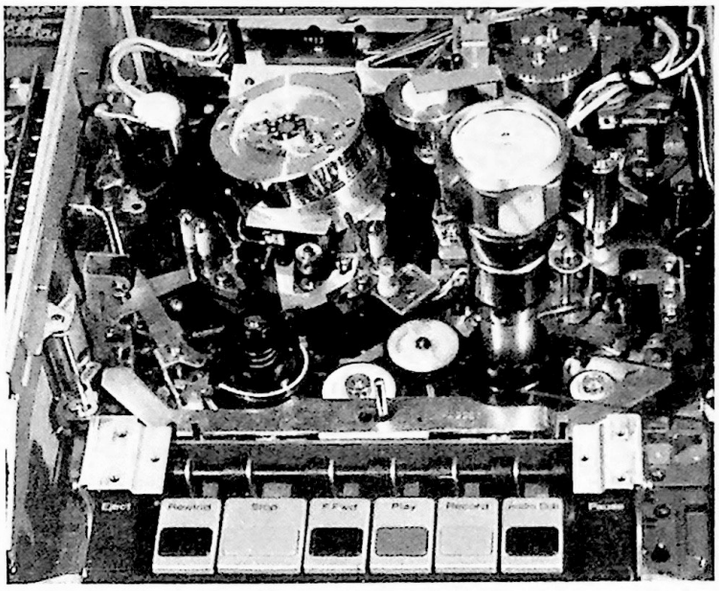

Figure 20. Use of Torque Gauge
4. Place torque gauge on supply-reel turntable as shown in Figure 20.